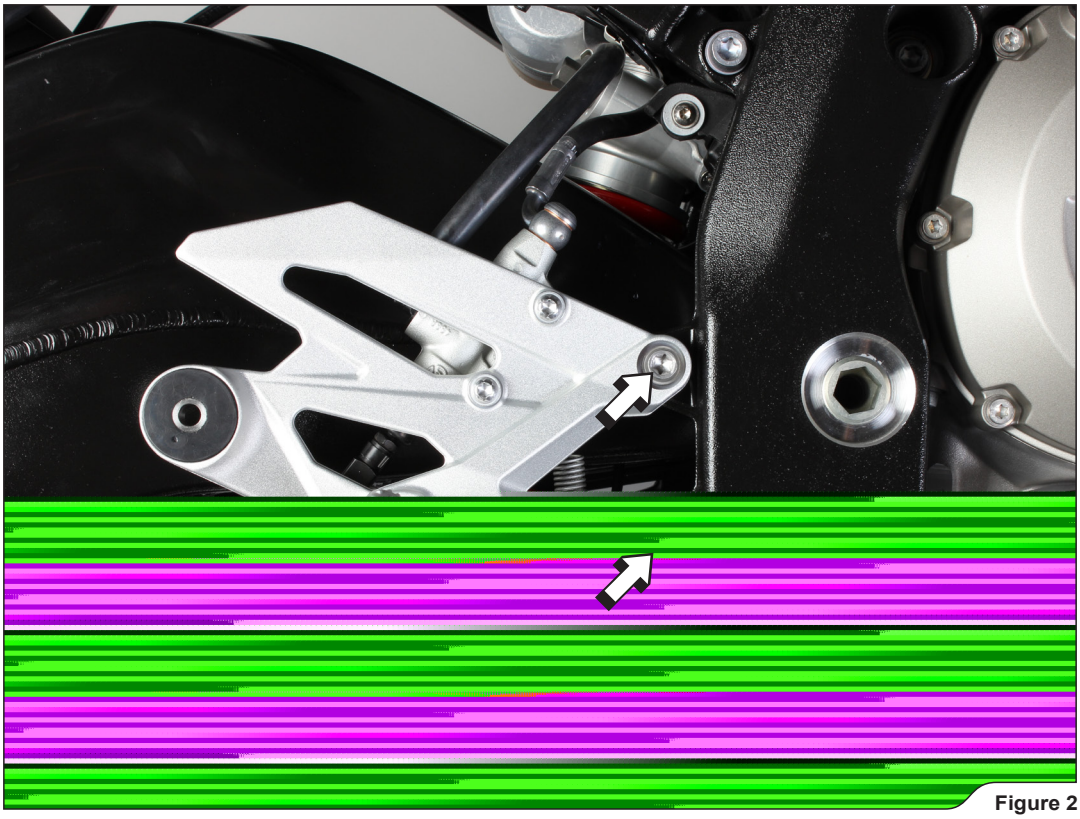

Figure 2
3. Unscrew the right foot peg and move it out of the way **(Figure 2).**